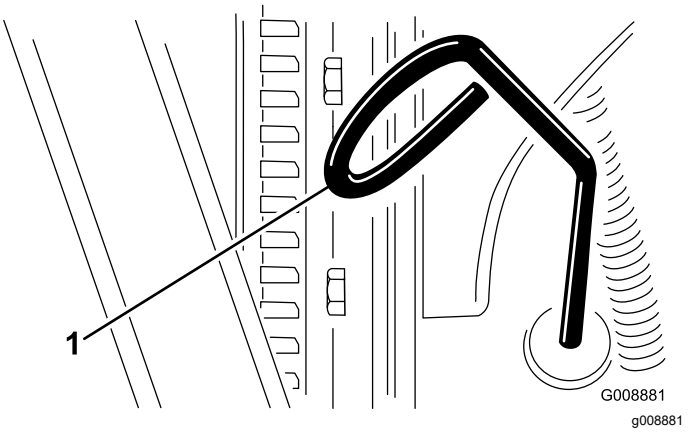

Figur 59
3. Fjern målepinden, tør den af, og sæt den tilbage igen (Figur 59).